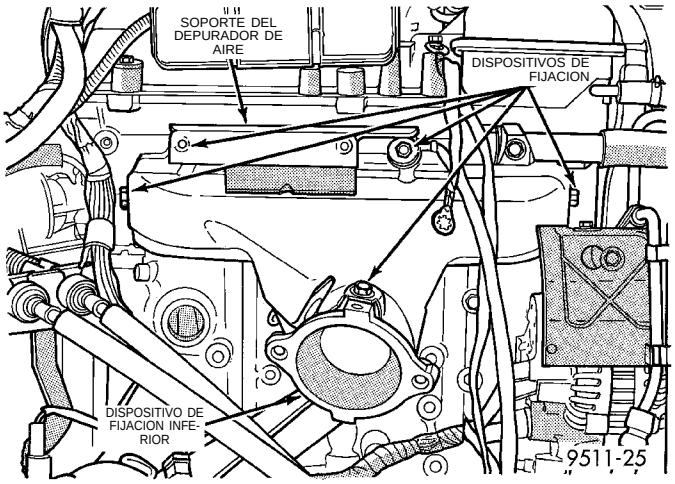

Fig. 28 Protector contra el calor del tubo múltiple de escape
(1) Retire el soporte y el conjunto del depurador de aire.
(2) Retire el protector contra el calor del tubo múltiple de escape (Fig. 28).
(3) Desconecte el conector del sensor de oxígeno de entrada calefaccionado.